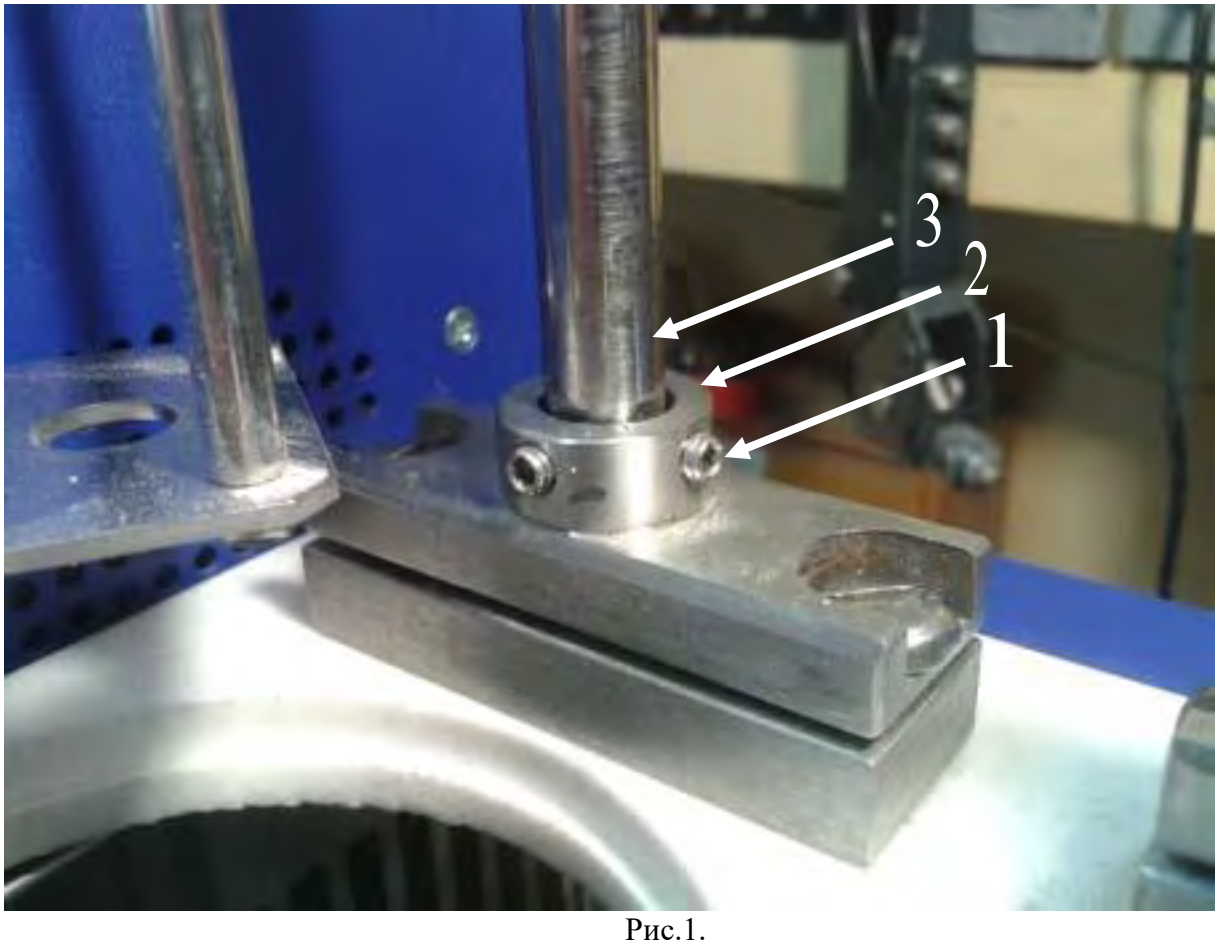
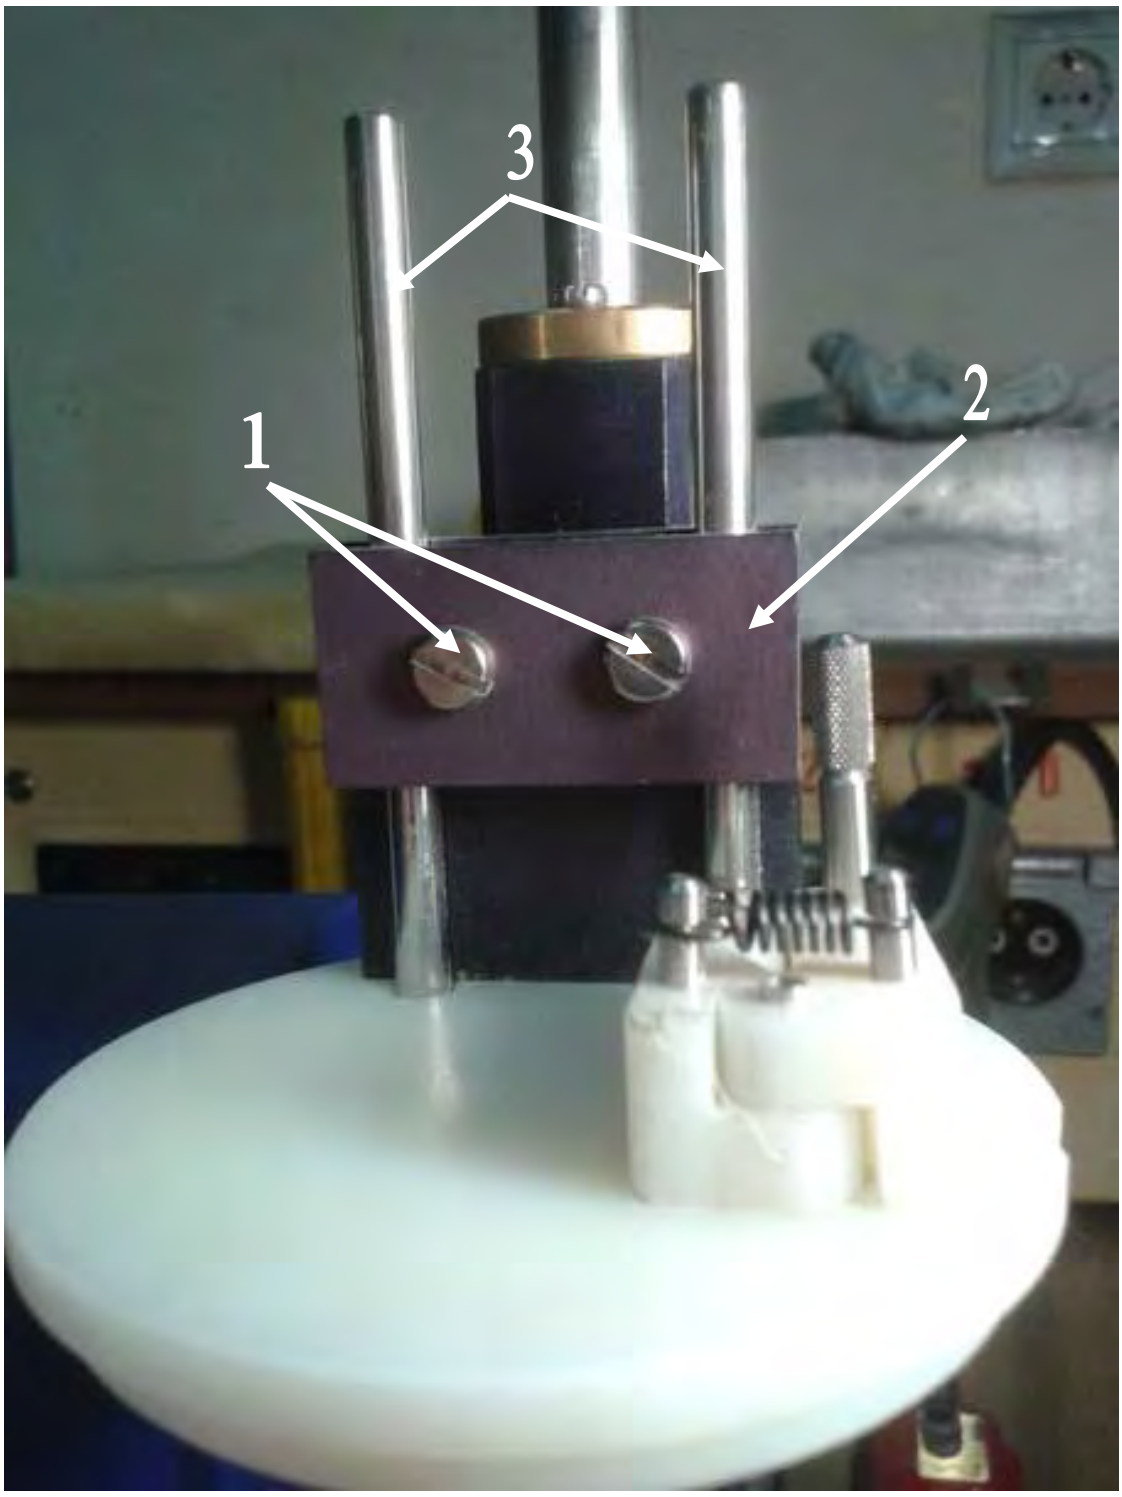

Рис.1.
Рис.2.
- ослабьте все (4 шт.) установочные винты (1 рис.1) на детали 2 рис.2;
- ослабьте два винта 1 рис. 2 на детали 2 рис. 2;
- двигая направляющие 3 рис. 2 вверх (вниз) относительно детали 2 выставьте высоту «Держателя вискозиметра» в соответствии с требованиями;